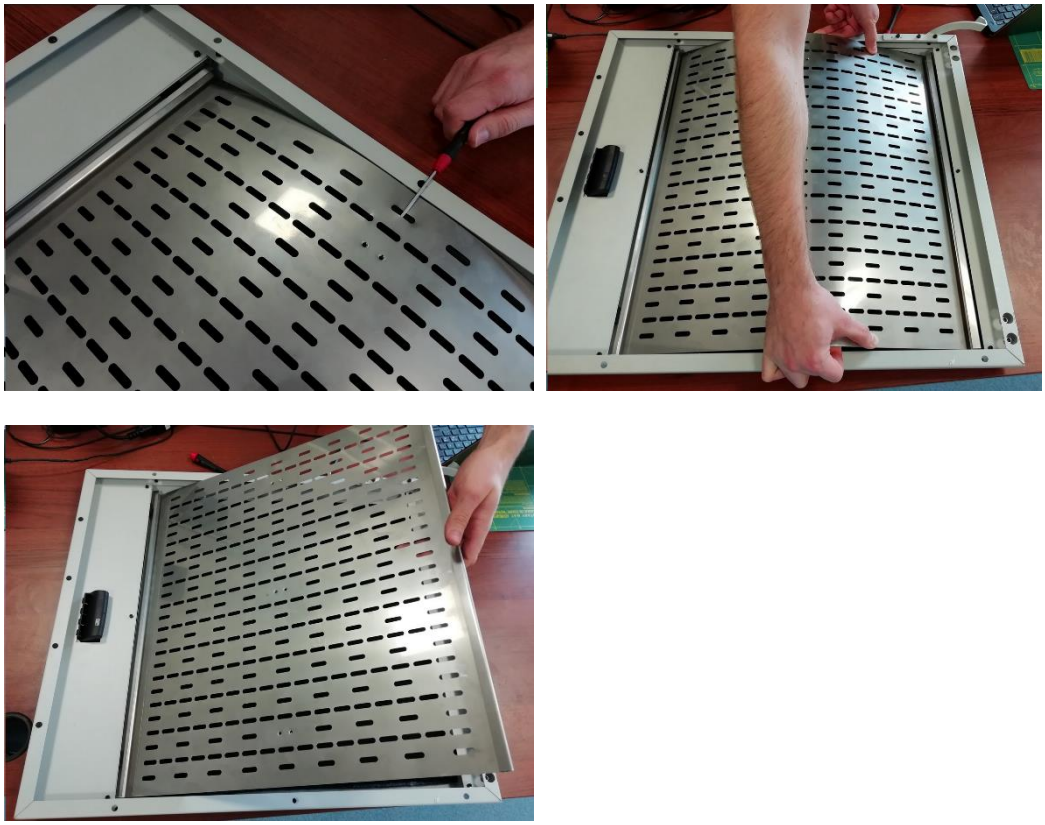

Rys. 13 Wyciągnięcie blachy z górnej pokrywy
6. Podważ blachę np.: śrubokrętem (tak jak na zdjęciu) lub innym narzędziem i wysuń blachę spod czarnych dystansów w obudowie. Blacha jest elastyczna i można ją wygiąć (rys.13).